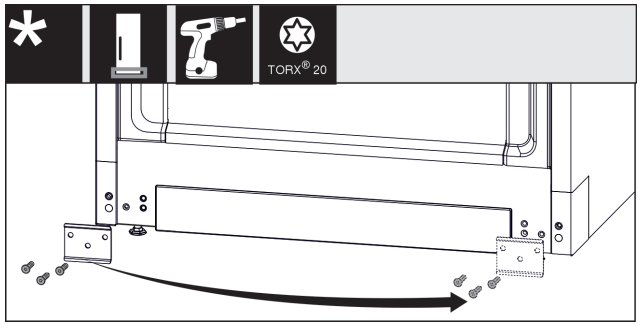

Fig. 16
- ▶ Blech *Fig. 16 (1)* abschrauben, auf die andere Seite umsetzen und wieder anschrauben.